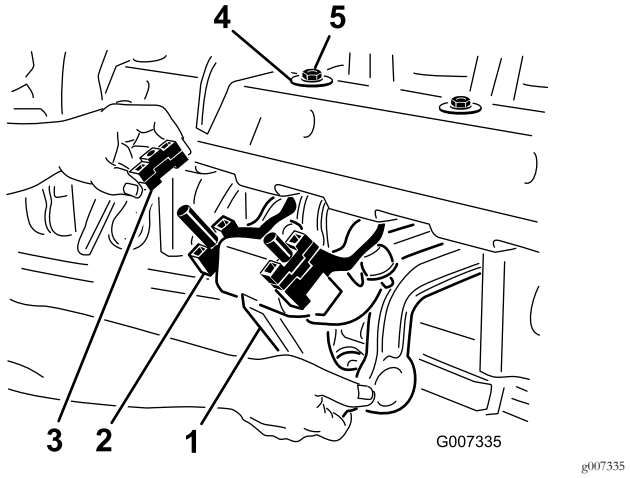

Figur 26
1. Fjern de 2 låsemøtrikker på 1/2 tomme, der fastgør Rotalink-enhedens dæmper til undersiden af kernehovedrammen (Figur 26).
2. Sænk dæmperenheden, så afstandsbøsningerne kommer til syne (Figur 26).
4. Monter dæmpeenheden på kernehovedrammen igen. Sørg for, at D-spændeskiven monteres mod kernehovedrammen som vist i Figur 26. Fastgør de 2 låsemøtrikker.